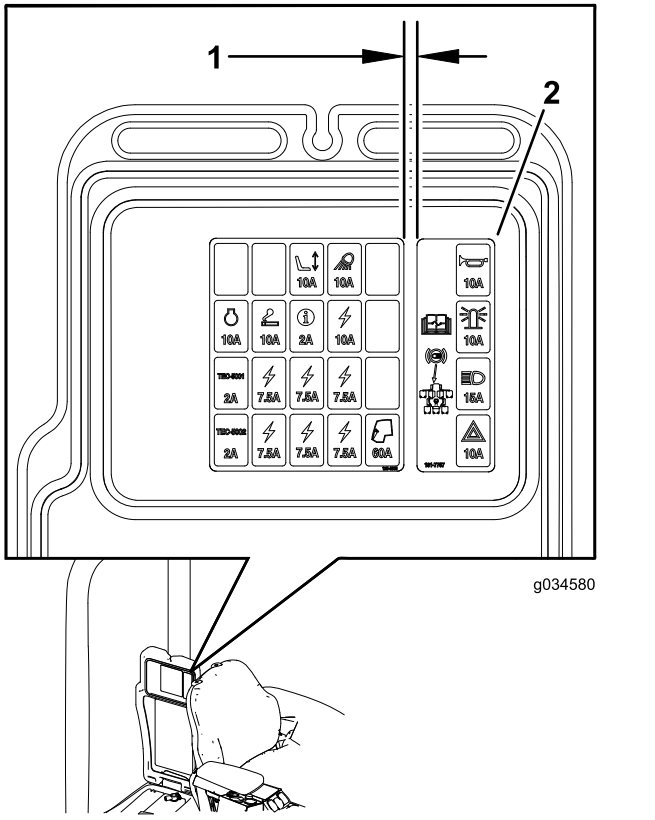

Figura 33
2. Montate l'adesivo del portafusibili sul coperchio del vano portaoggetti (Figura 33).